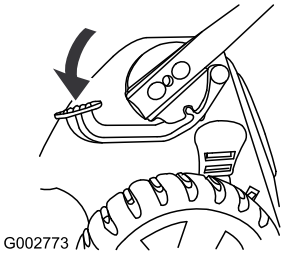

Figuur 50
1. Houd het pedaal ingetrapt (Figuur 50).